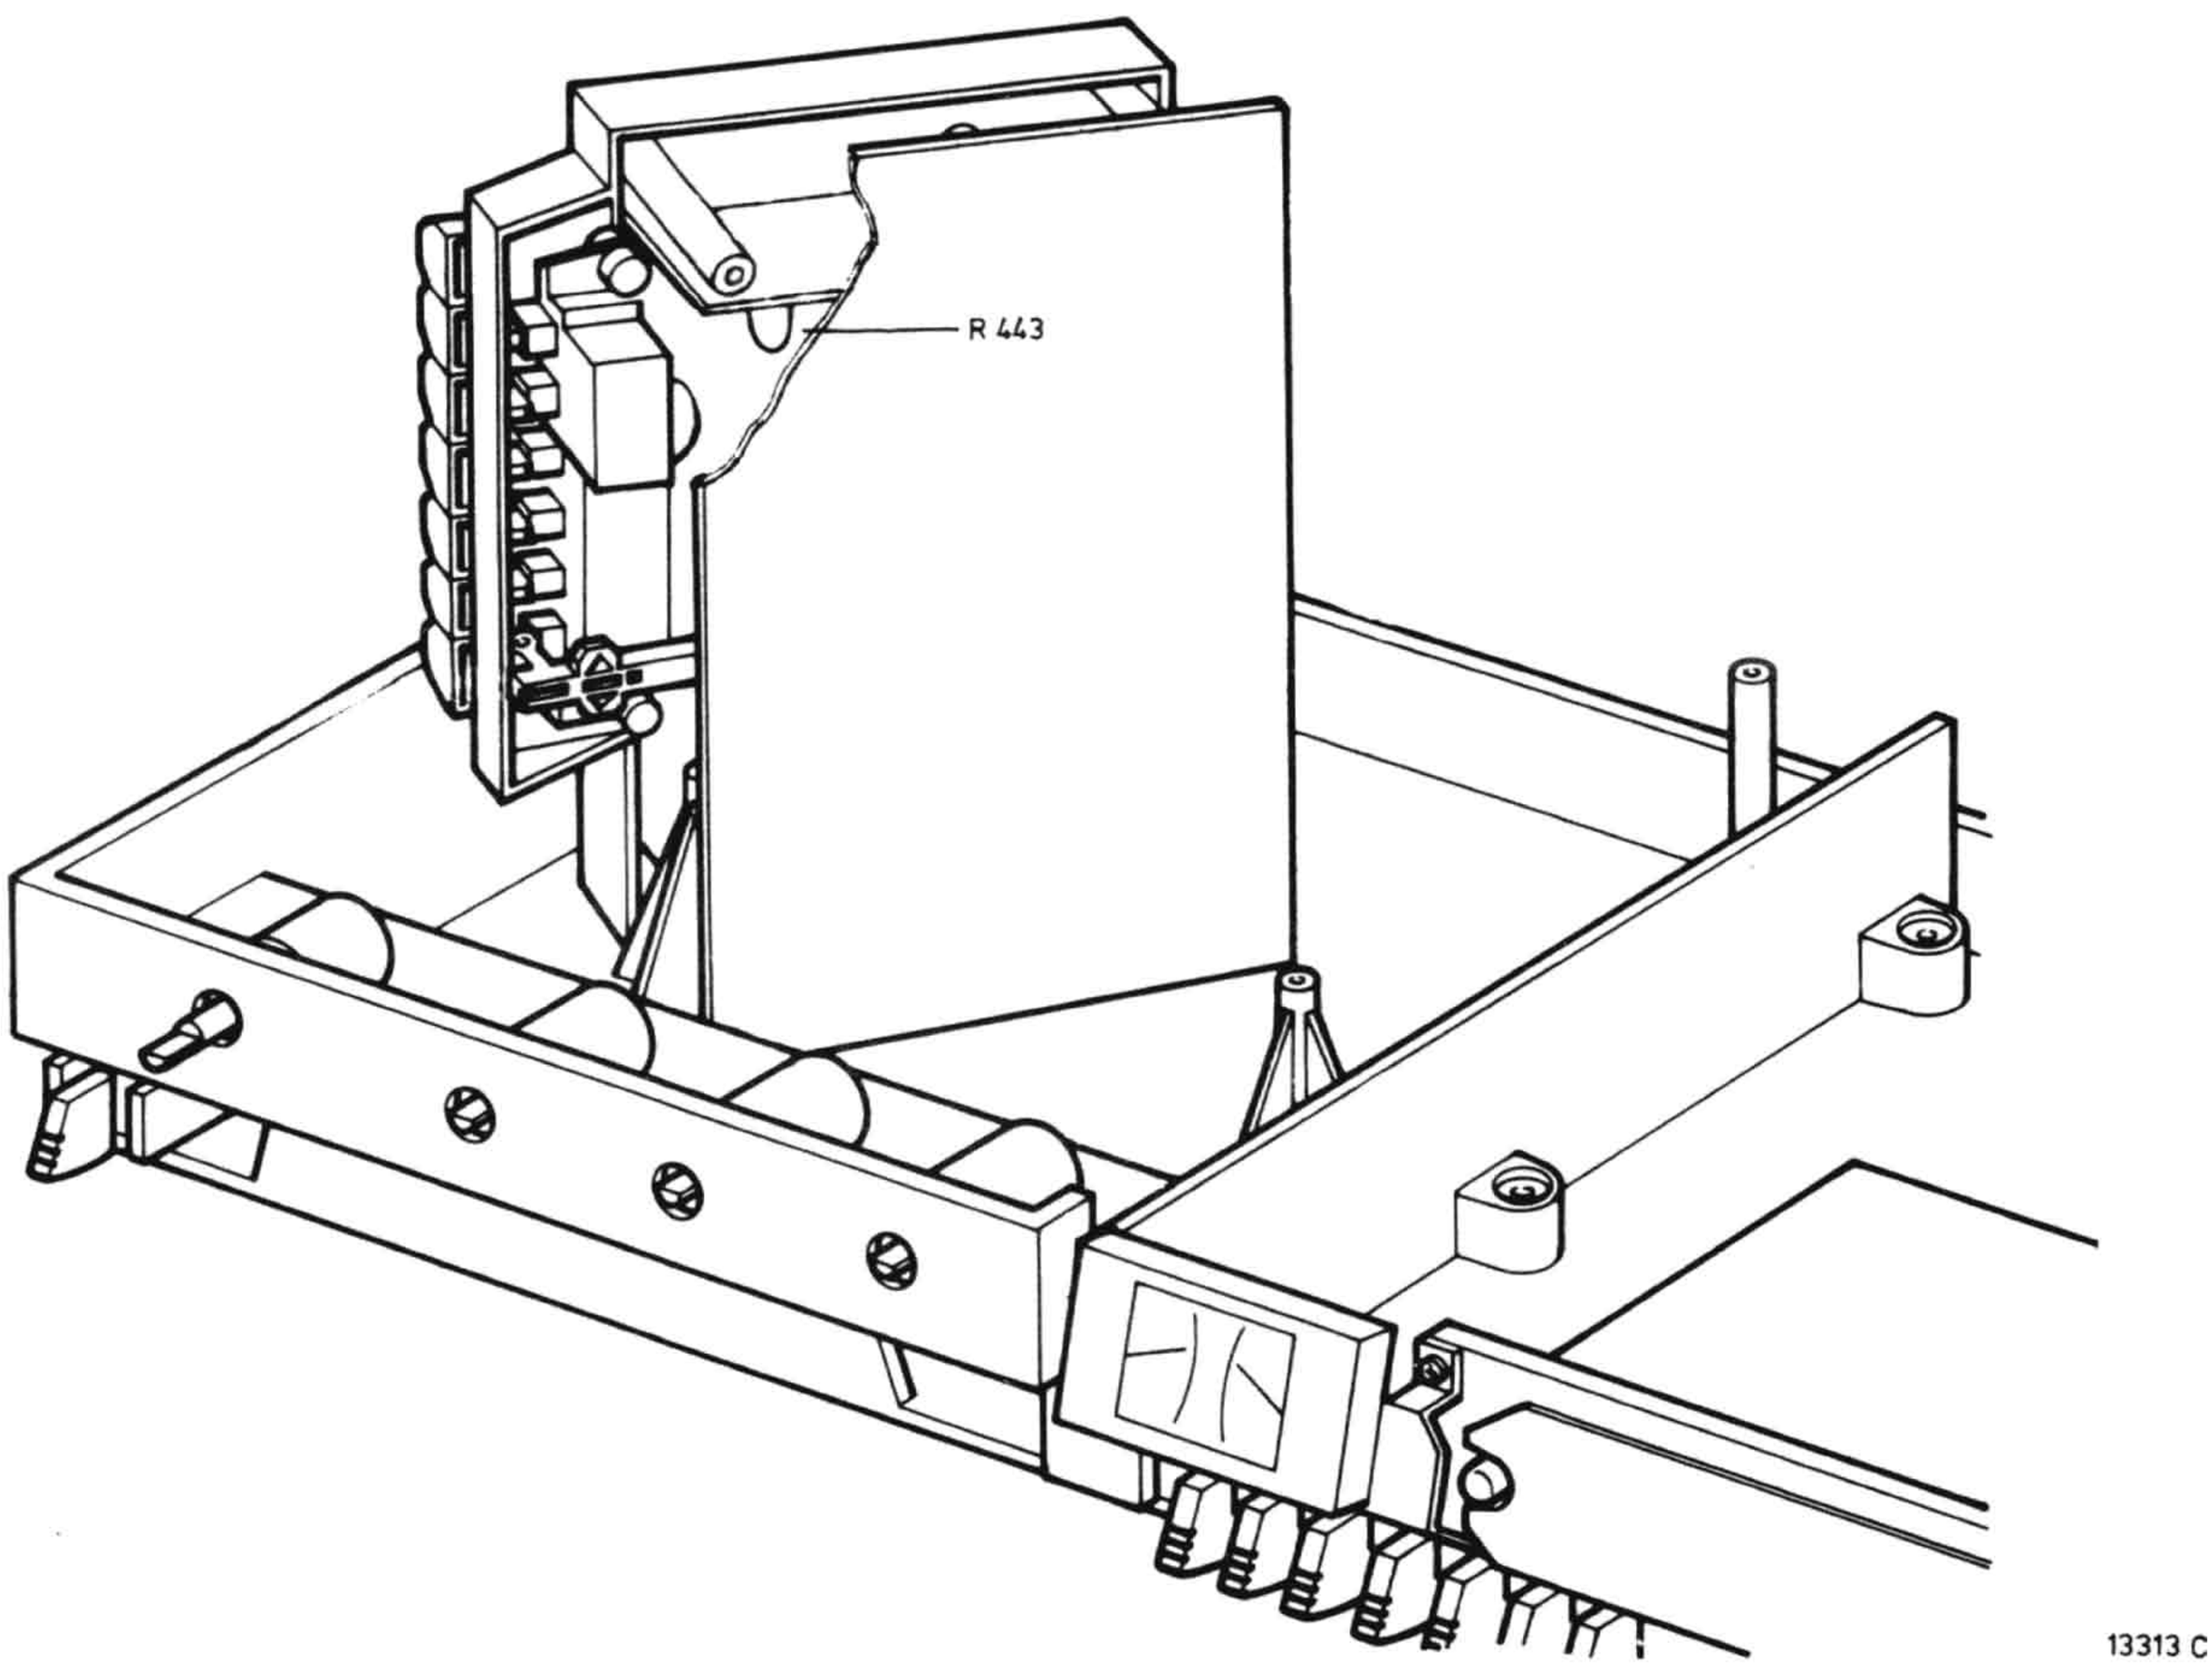

Fig. 4
- Met R443 op de motorregelprint kan de snelheid worden afgesteld. Maximaal toelaatbare afwijking 1,5 %, Fig. 4.
- Regel met R443 op de motorregelprint de variatie van de indicatoruitslag op minimum, Fig. 4.
- 3942 (3938) zo instellen, dat de spanning op punt 22 (16) van SK-L 580 mV is.
- 3942 (3938) zo instellen dat de spanning op 22 (16) SK-L 650 mV is.